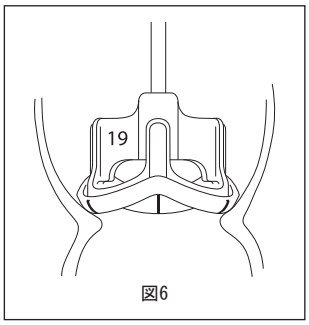

図6
2)円筒側が適切であることが確認できたら、1)で選んだサイザーのレプリカ側（図4）を使い、縫着輪を弁輪の上部にフィットするか確認します（図6）。レプリカ側がフィットしていた場合、そのサイザーに表記されているサイズの弁を植え込みます。